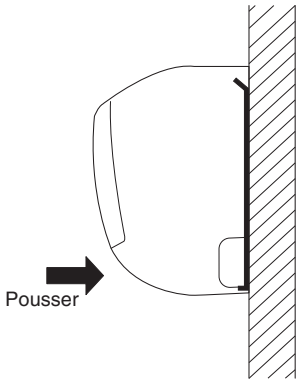

Fig. 3-22
(1) Pour installer l'unité intérieure, la positionner sur les 3 languettes se trouvant sur la partie supérieure de la plaque arrière.
(2) Maintenir la sortie d'évacuation de l'air et enfoncer la partie inférieure de l'unité intérieure jusqu'au déclic pour la fixer solidement aux 2 languettes sur la partie inférieure de la plaque arrière. (Fig. 3-22)